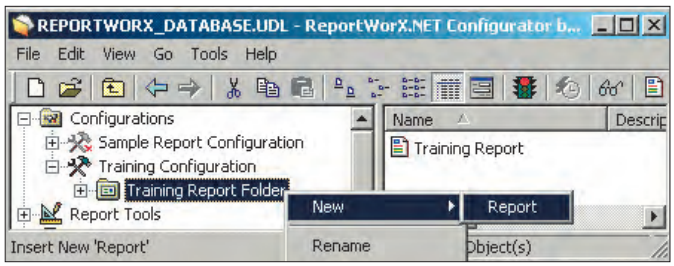

Рис. 8. Создание нового отчёта
1. Для создания нового отчёта щёлкните правой клавишей мыши на вновь созданной папке отчетов на левой панели и выберите **New — Report**, как показано на рис. 8.